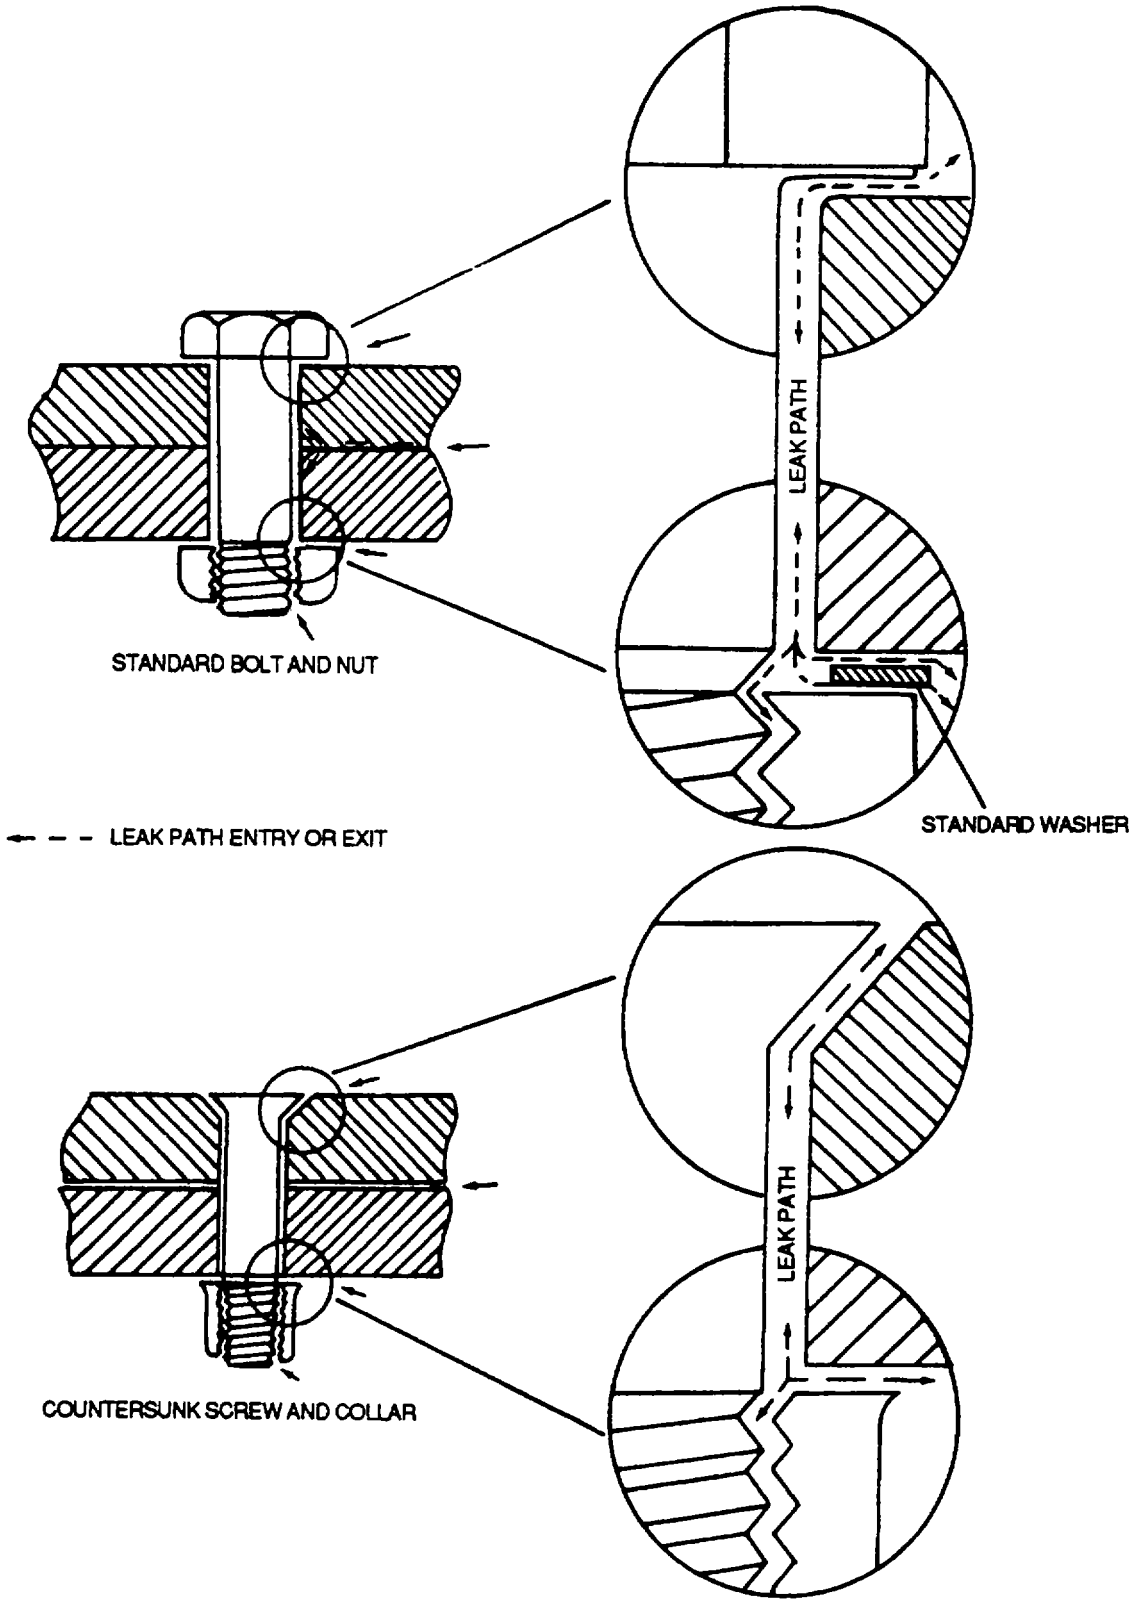

Figure 2-9. Fastener Leaks
g. Testing Fuel Systems and Tanks/Cells for Leaks. Leak test methods, classification of leaks, and approved testing fluids are explained below. Leak source, path, and exit should always be considered. Figures 2-9 through 2-13 show various leak paths.
(1) Methods. The following paragraphs describe detecting and locating leaks.